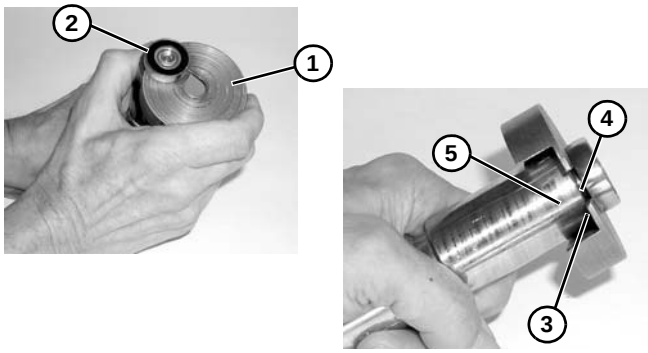

Abbildung 65
1. Lagerausziehwerkzeug Teilenr. 456063 **(Abbildung 65, Teil 1)** unter Lager **(Abbildung 65, Teil 2)** ansehen, dabei muss die Lippe **(Abbildung 65, Teil 3)** wie gezeigt im Zwischenraum **(Abbildung 65, Teil 4)** zwischen Lager und Spindelnabe **(Abbildung 65, Teil 5)** sein.